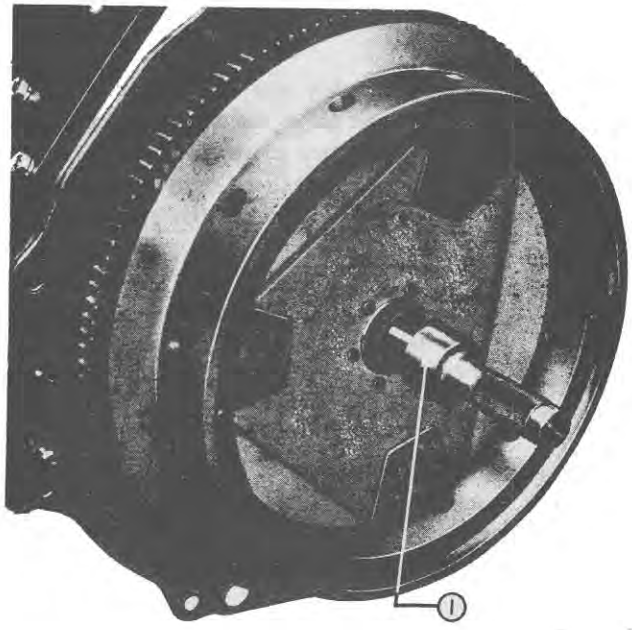

Figure 49
3. Locate the transmission clutch disc on the flywheel, centralizing it with a clutch locator tool, Figure 49. Where a current cerametallic button clutch disc is being installed, the side with the longer hub protrusion must face the flywheel, but where a previous organic friction lined disc is being installed the longer hub protrusion must face the double clutch assembly.
NOTE – Figure 49 illustrates disc locator, Tool Number SW13–1 (not available in U.S.A.) which is suitable for both current and previous transmission clutch discs used with double clutch assemblies.